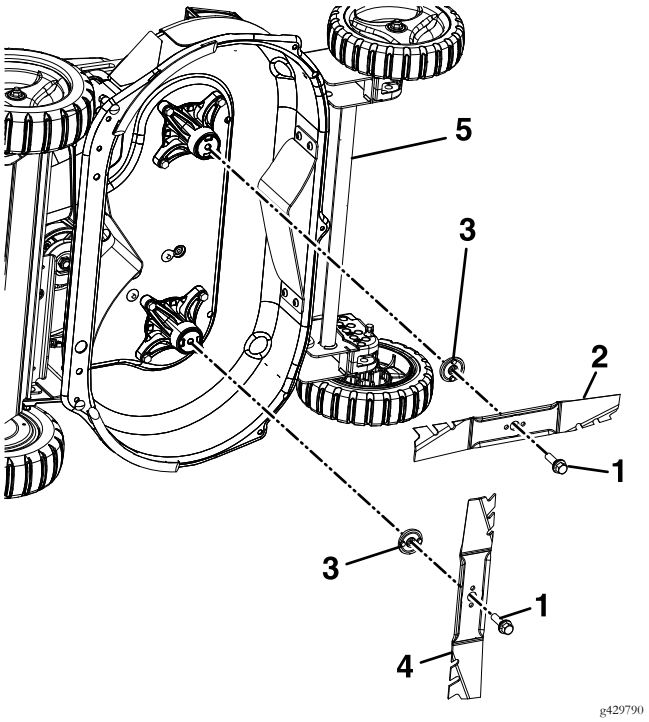

Figure 21
B. Make sure to grasp the end of the blade using a rag or a thickly padded glove. Align the two holes on the blade with the two holes on the blade driver and install a sharp, balanced Exmark blade and blade bolt as shown in Figure 21. The sail of the blade must point toward the top of the lawn mower housing for proper installation.